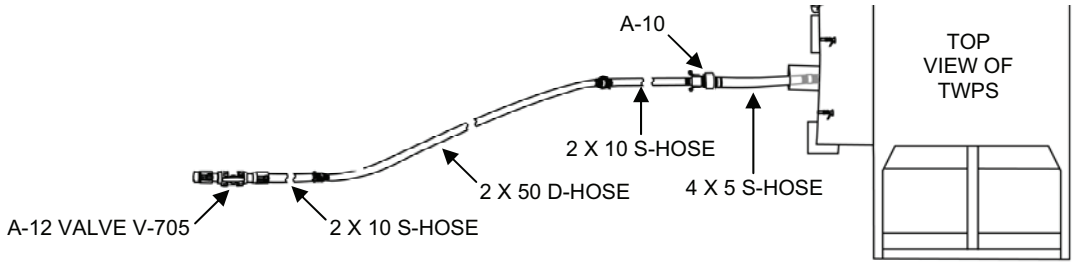

Figure 4. Cleaning Waste Hose Set-Up Without the Cleaning Waste Tank.
e. If not using the cleaning waste tank, set up the cleaning waste hoses as follows (Figure 4):